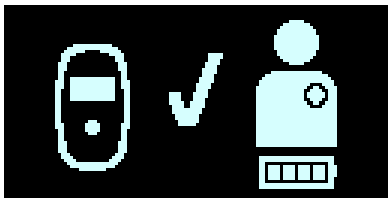

Figura 84: Ecranul Încărcare IPG finalizată cu succes
8. Atunci când bateria OPTIMIZER Smart Mini IPG este complet încărcată, încărcătorul Vesta va emite trei semnale sonore scurte și va afișa ecranul Încărcare IPG finalizată cu succes (vezi **Figura 84**). Încărcătorul Vesta se va opri apoi automat.